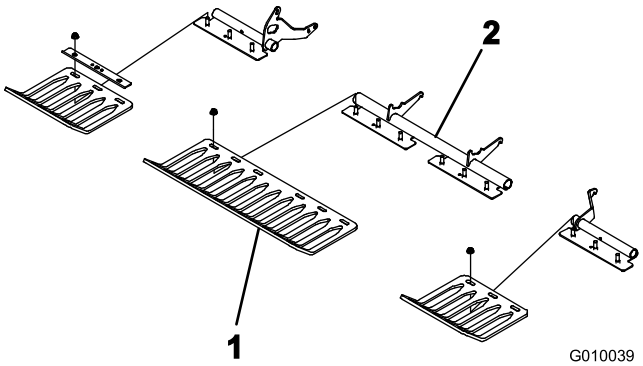

Figuur 23
3. Monteer de beschermvingers losjes op de beugels voor de beschermvingers met 4 klemmen en 12 flensmoeren (Figuur 23). Draai de bevestigingselementen niet vast aan.
Opmerking: De klemmen voor de beschermvingers en de flensmoeren zijn in de fabriek voor verzending vastgezet aan de beugels van de beschermvingers (Figuur 23).